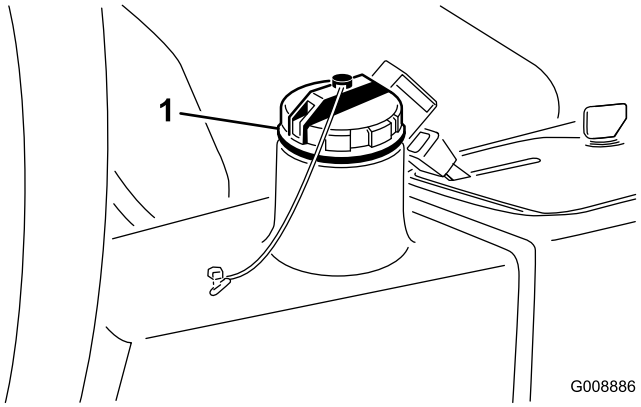

Figur 40
2. Rengør området omkring påfyldningshalsen og hydrauliktankens dæksel (Figur 40) og fjern dækslet.